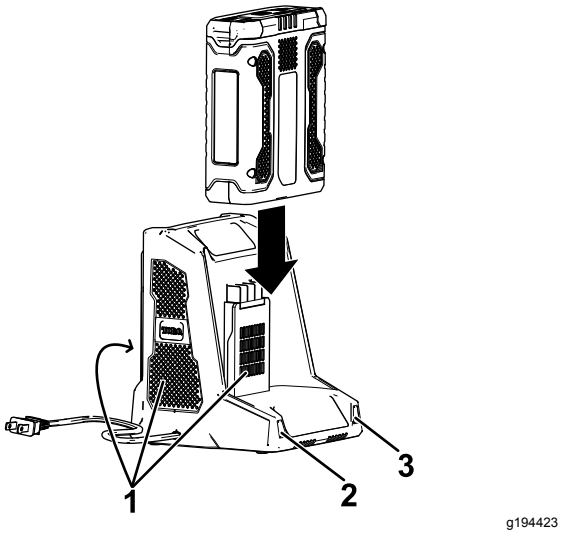

Figur 8
5. Skyv batteripakken inn i laderen til den sitter helt fast (Figur 8).